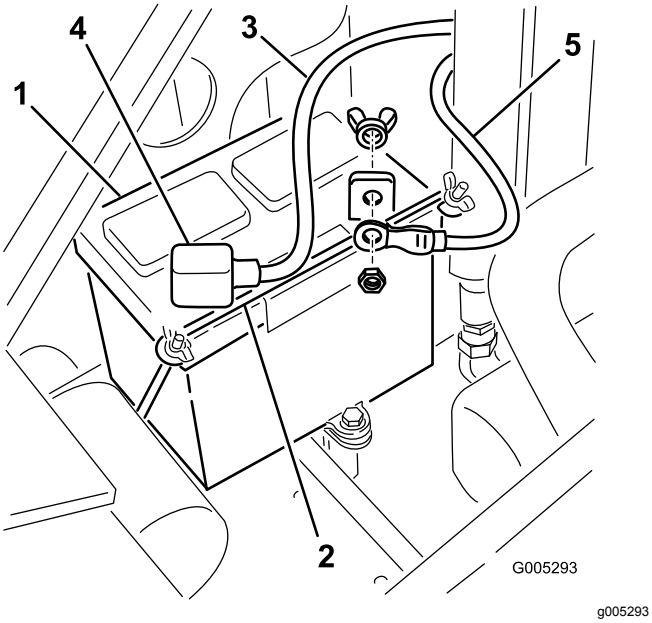

**Figur 43**
4. Ta bort de vingmuttrar och den skena som håller fast batteriet (Figur 43).
5. Lossa minuskabeln (svart) från batteripolen (Figur 43). Spara fästelementen.
7. Lossa pluskabeln (röd) från batteripolen (Figur 43). Spara fästelementen.
1. Anslut batteriets pluskabel (röd) till batteriets pluspol (+) med hjälp av fästelementen du tog bort tidigare (Figur 43).
3. Anslut batteriets minuskabel (svart) till batteriets minuspol (−) med hjälp av fästelementen du tog bort tidigare (Figur 43).
4. Fäst batteriet med hjälp av skenan och vingmuttrarna (Figur 43).